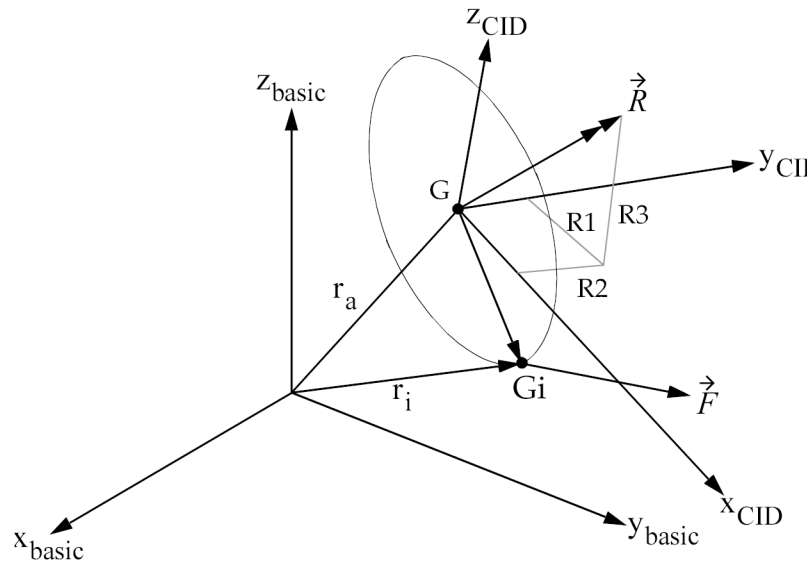

Figure 17-1. RFORCE Vector at Grid Point Gi
1. In Figure 17-1, the force vector at grid point Gi is given by